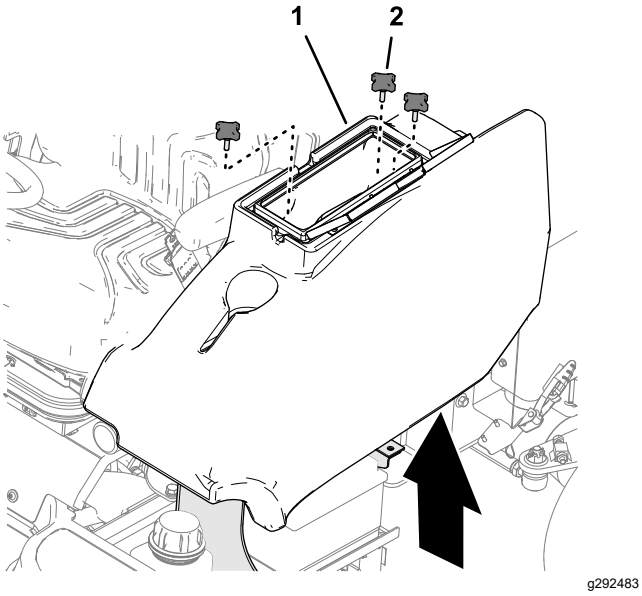

Figur 53
1. På venstre side, åpne døren til oppbevaringsrommet (Figur 53).
2. Fjern de tre knottene som fester oppbevaringsromdekselet til maskinen, og fjern oppbevaringsrommet (Figur 53).